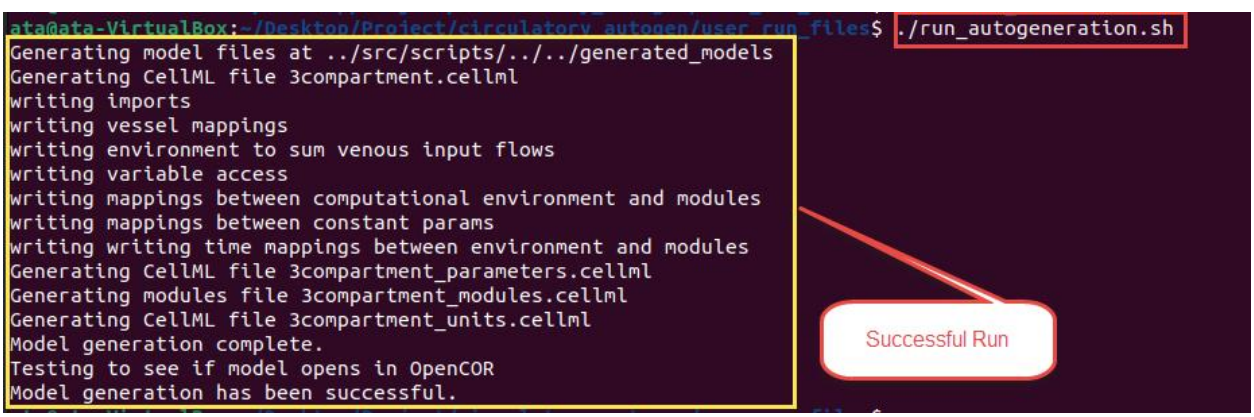

Figure 4
5) You should run the code for generating CellML files and results. At the current directory (ProjectDir/user_run_files), write and insert the "./run_autogeneration.sh" to run the code. As it showed in Figure 4, during running, it creates the CellML files, with all mapping and parameters initialization, and tests the openCOR operation with these generated files. Consequently, If the process goes well, it shows the "Model generation has been successful" message at the end.